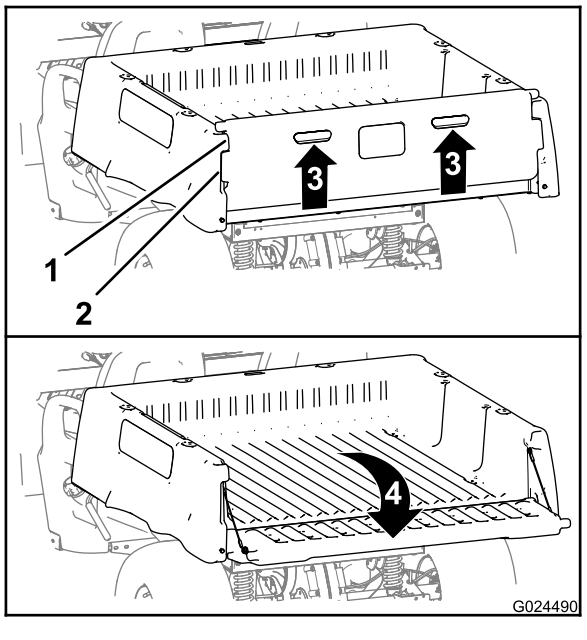

Figur 16
2. Lyft upp med hjälp av handtaget på flakskyddets bakpanel (Figur 16).
3. Rikta in flakskyddets låsflänsar efter öppningarna mellan lastflakets flakskyddsflänsar (Figur 16).
4. Fäll flakskyddet bakåt och nedåt (Figur 16).
6. Fäll flakskyddet uppåt och framåt tills flakskyddets låsflänsar är i linje med lastflakets flakskyddsfördjupning (Figur 16).
7. Fäll flakskyddet bakåt tills det sitter på plats bak på lastflaket (Figur 16).